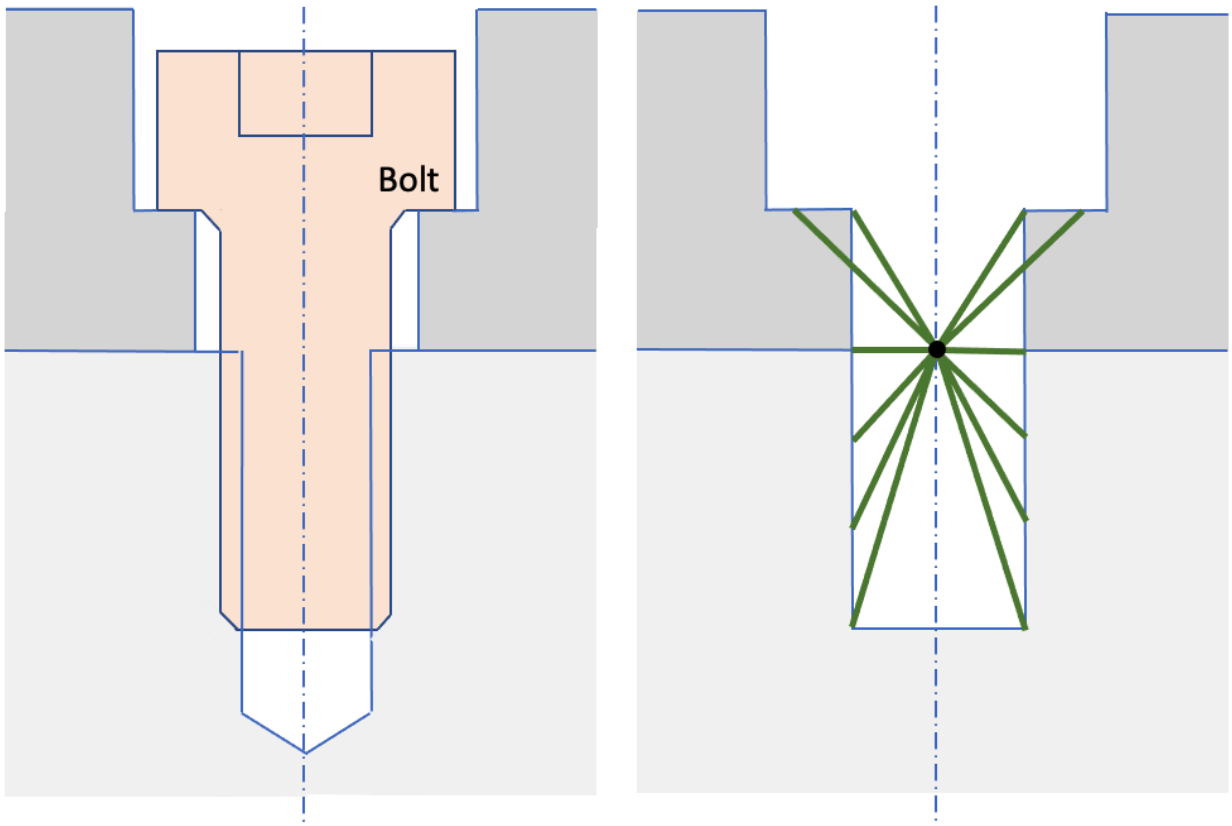

**Figure 3. Example before and after of the Reduce Bolt Spider Countersink command**
3. **countersink**: Shown in figure 3., similar to the **j2g** option, however beam elements are also generated connecting the outer radius of bolt with the center rebar node.